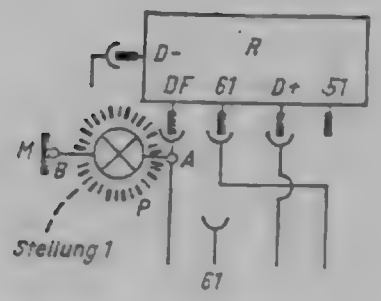

Rys. 145
- A podłączyć do końcówki DF /regulator/, a B podłączyć do masy /patrz rys. 145, oraz 146., położenie 1/